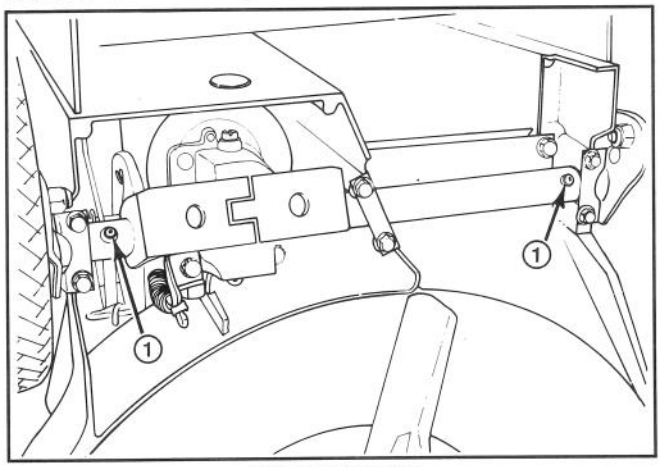

Afbeelding 27
3. Zet de maaier op de hoogste maaistand (E).
4. Leg de maaier op zijn linker kant. Veeg de smeerpunten met een schone doek af (Afb. 27). Zet de vetspuit op de punten en pomp twee à drie maal zachtjes. Gebruik #2 Multi Purpose Lithium Base smeerolie.